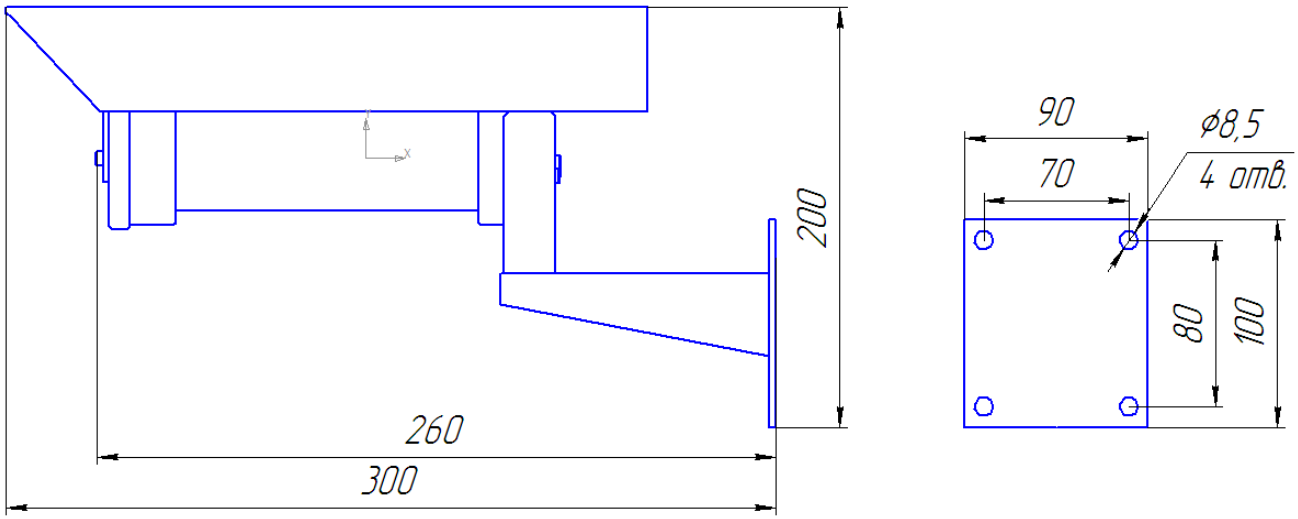

Рисунок 1 − Габаритные размеры извещателя с крепежно-юстировочным устройством
- определить место установки и разметить место крепления, рис. 1;